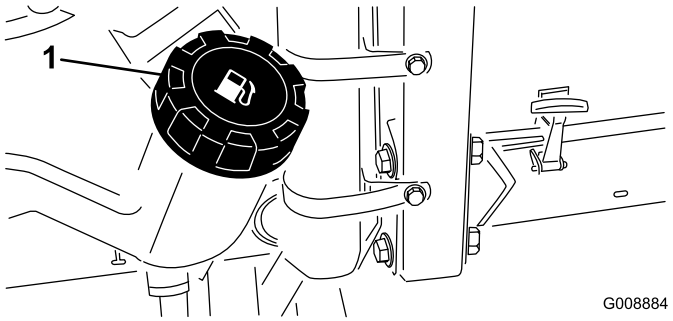

Figura 37
1. Limpie la zona alrededor del tapón del depósito de combustible (Figura 37).